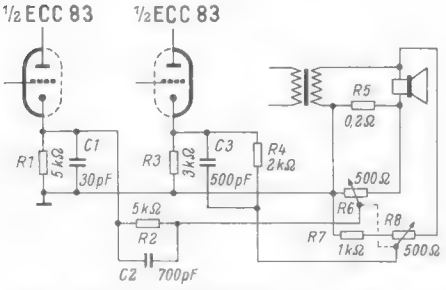
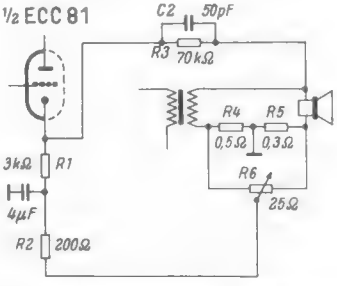

Bild 9. Gekuppelte Einstellung von Rück- und Gegenkopplung
Bild 8. Kombinierte Rück- und Gegenkopplung vom Ausgang auf die Spannungsverstärkerstufe
Bild 8. Stereodyn-Schaltung. Strom- und Spannungsverhältnisse, sowie Lage der Belastungswiderstände. Der Lautsprecher R_1 wurde auf die Primärseite übersetzt, um die Rechnung zu vereinfachen
Bild 7 geht dann in die vereinfachte Darstellung *Bild 8* über. R_1 ist auf die Primärseite transformiert und mit R_{i0} zu R_i zusammengefaßt worden. L und C seien so dimensioniert, daß für die Stereo-Übergangsfrequenz f_0 (Gleichung 3) gilt:
Die Auswertung der Gleichung (8) zeigt *Bild 9*. Man erkennt, daß der Verlauf des Betrages im ganzen Frequenzbereich um den Wert 1 pendelt, und zwar mit einer maximalen Abweichung von ca. 10 %. *Der Lautsprecher R_2 erhält damit tatsächlich im ganzen Frequenzbereich beim Stereo-Betrieb die gleiche Leistung wie beim Normalbetrieb. Es zeigt sich, daß in der Praxis auch der Frequenzgang des Verstärkers bei vorhandener Gegenkopplung durch die Stereo-Schaltung nicht verändert wird.*
Bild 9. Verlauf der Spannung (Betrag) am Lautsprecher R_2 (Bild 8) bei Stereo-Betrieb in Abhängigkeit von der Frequenz, nach Gleichung (8) errechnete Werte. Normierte Darstellung. $\mathfrak{U}_{R0}$ ist der Spannungsbetrag, welcher bei Normalbetrieb an R_2 liegt. ω_0 ist die Übergangsfrequenz der Stereodyn-Schaltung; sie beträgt im praktischen Fall z. B. $2\pi \cdot 460$ Hz
Eine übersichtliche Art der Kombination von Rück- und Gegenkopplung zeigt der Schaltungsausschnitt *Bild 8*. Hier liegen die Widerstände R 4 und R 5 in Reihe mit Transformatorwicklung und Lautsprecherschwingspule. Da die Verbindung zwischen R 4 und R 5 am Chassis liegt, gibt es auf der Schleifbahn von R 6 einen spannungsfreien Punkt, der die Teile der Bahn verbindet, auf denen der Schleifer Rück- oder Gegenkopplungsspannung abgreift und über R 2 und R 1 der Katode einer voraufgehenden Spannungsverstärkerstufe zuführt. Dabei beschränkt sich der Einfluß auf die hohen Tonfrequenzen, weil der Kondensator C 1 die tiefen ableitet. Der an R 6 einstellbare Kopplungsgrad wirkt je nach Einstellung gegen oder mit der Gegenkopplung vom Lautsprecher über R 3/C 2 zur Katode der Vorröhre.
Sollen sowohl Rück- als auch Gegenkopplung veränderlich sein, so kann das durch eine Anordnung nach *Bild 9* geschehen. Hier liegen die Widerstände R 5 und R 6 parallel im Lautsprecherkreis, R 7 und R 8 darüber. Da die Potentiometer R 6 und R 8 mechanisch gekuppelt sind, zeigen Gegen- und Rückkopplungsspannung entgegengesetzten Verlauf, wobei die beiden Kanäle durch R 4/C 3 bzw. R 2/C 2 und C 1 frequenzabhängig ausgelegt sind. In ähnlicher Weise sind in *Bild 10* Gegen- und Rückkopplung miteinander kombiniert. Mit wachsendem Widerstand R 3 nimmt die Rückkopplung zu, während die Gegenkopplung durch die Kombination von R 2 mit R 3 zugleich unwirksamer wird.